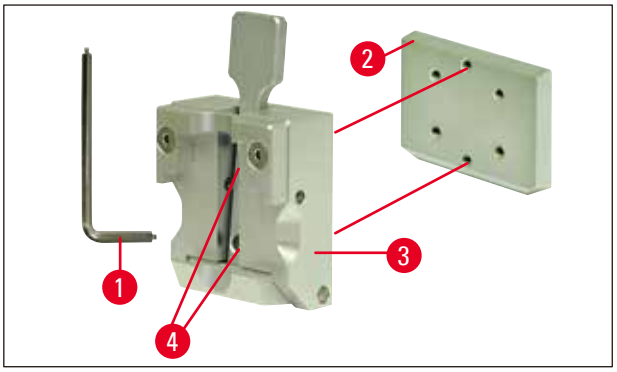

**Abb. 10**
3. Zum Entfernen der Schwalbenschwanzführung (→ Abb. 10-2) von der Objektklammer (→ Abb. 10-3) die zwei Schrauben (→ Abb. 10-4) aus der Schwalbenschwanzführung herausdrehen (→ Abb. 10). Ebenfalls den Inbuss-Schlüssel mit Griff verwenden SW 3.